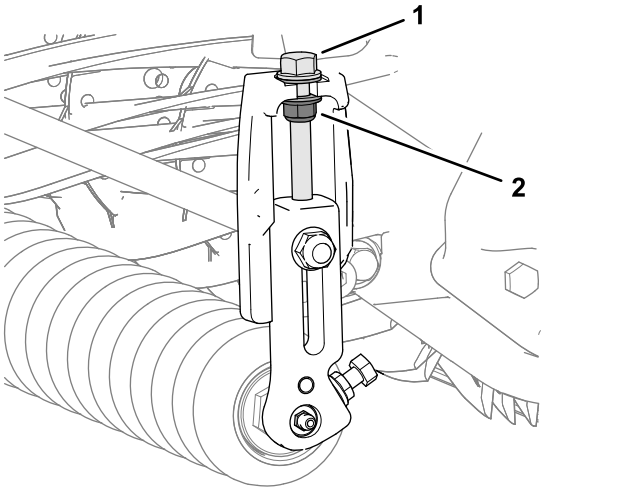

Figura 1
1. Rimuovete i 2 dadi flangiati in corrispondenza delle 2 viti dell’altezza di taglio (Figura 1).